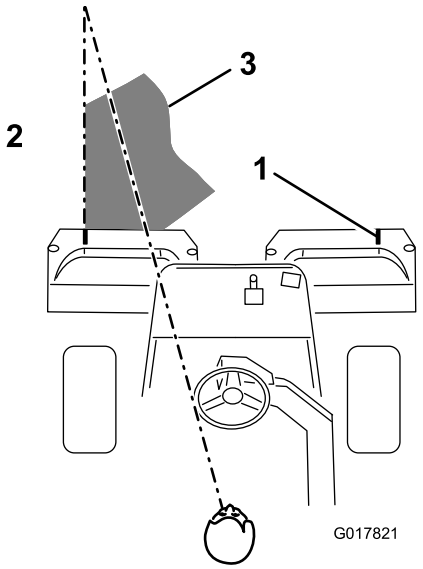

Figuur 38
3. Zorg ervoor dat een nieuwe maaibaan de vorige maaibaan zo weinig mogelijk overlapt. Om ervoor te zorgen dat het u gazon in een rechte lijn maait en de machine op een gelijke afstand van de rand van de vorige maaibaan blijft, moet u uitgaan van een denkbeeldige zichtlijn, ongeveer 1,8 tot 3 m vóór machine tot de rand van het ongemaaide deel van de green Figuur 38). Sommige bestuurders vinden het handig de buitenrand van het stuurwiel deel te laten uitmaken van de zichtlijn; d.w.z. de rand van het stuurwiel in een rechte lijn te houden ten opzichte van een punt dat altijd op dezelfde afstand van de voorkant van de machine blijft (Figuur 38).